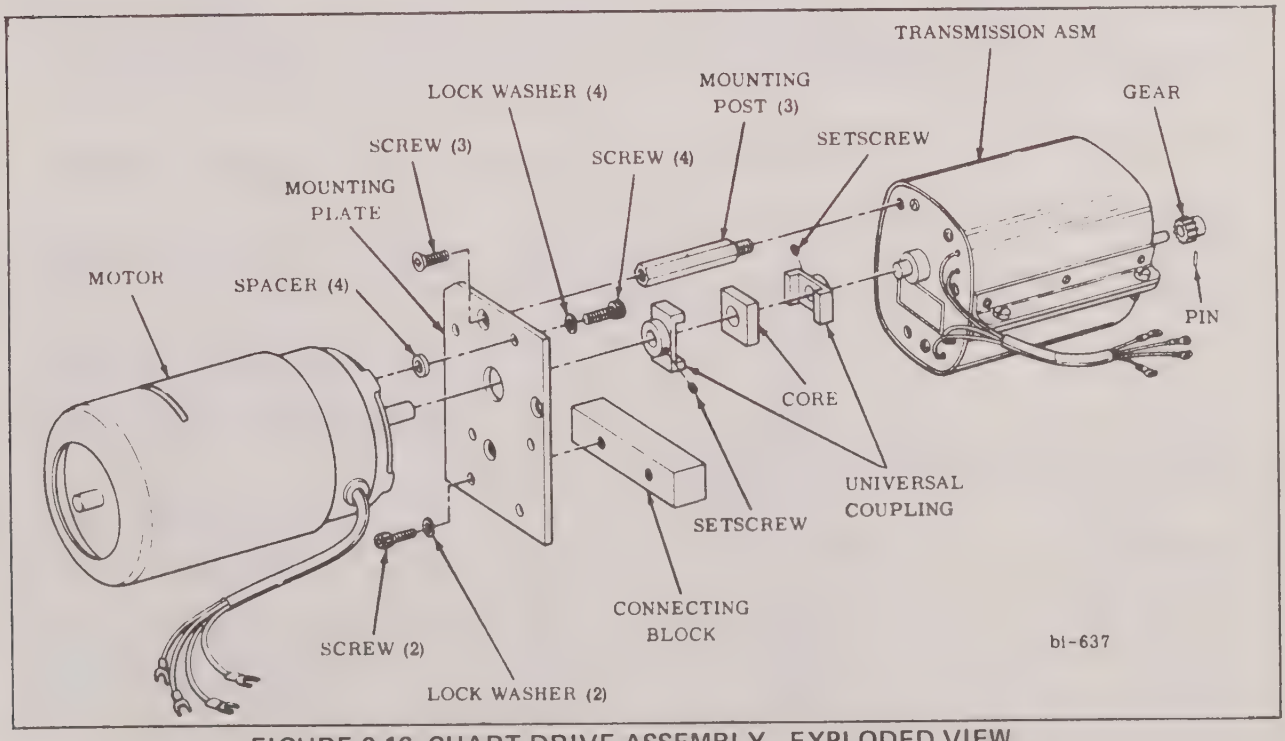

FIGURE 6-16 CHART DRIVE ASSEMBLY - EXPLODED VIEW
10. Refer to Figure 6-16 for disassembly and assembly to drive assembly.